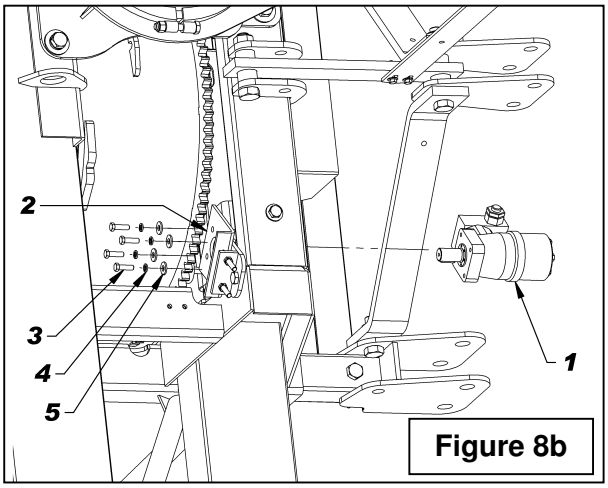
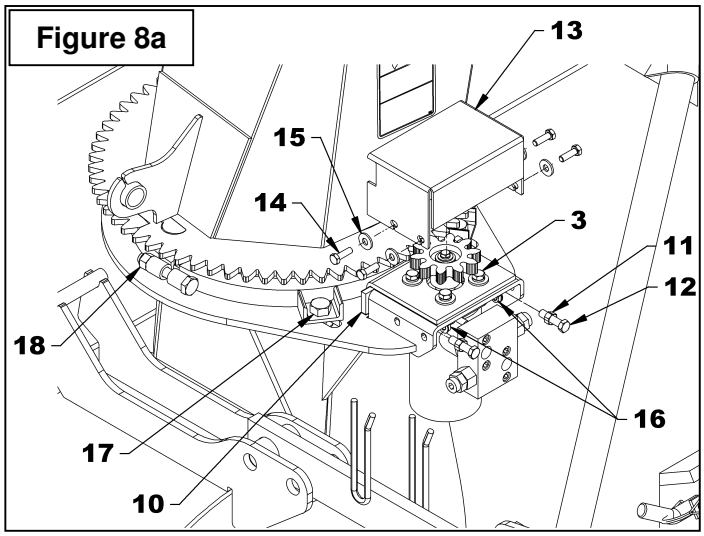

Figure 8b
Figure 8a
4. **Figure 8a:** Ajuster la distance entre l'engrenage de la chute et celle du moteur en suivant cette procédure:
- **A.** Desserrer légèrement les deux boulons (item 17) qui maintiennent la plaque de retenue.
- **B.** Visser les deux écrous (item 18) simultanément jusqu'à ce que la distance entre les plaques de retenue et le contour de la chute soient égaux.
- **C.** Resserrer les boulons (item 17) selon la ***"Table de Spécification des Couples"*** à la fin du manuel.
- **D.** Ajuster les engrenages à une distance de 1/32" à 1/16" en vissant les deux boulons (item 12). Verrouiller l'ajustement à l'aide des écrous (item 11) en les déplaçant contre le fer plat d'ancrage (item 10). Serrer les quatre boulons (item 3) à 30 lb-pi (41 N-M).
5. **Figure 8b:** Enlever l'engrenage et retirer un des boulons 3/8"NC x 1 1/4" (item 3) qui retiennent le moteur, appliquer du Loctite® 243 sur les filets du boulon et serrer à un couple de 33 lb-pi (45 N-M). Répéter pour les trois autres boulons.
6. **Figure 8a:** Réinstaller l'engrenage et le couvercle (item 13) à l'aide de quatre boulons 5/16" NC x 1" (item 14), rondelles plates 3/8" (item 15) du côté extérieur et quatre écrous à bride rainurée 5/16" (item 16) du côté intérieur. Serrer selon la ***"Table de Spécification des Couples"*** à la fin du manuel.